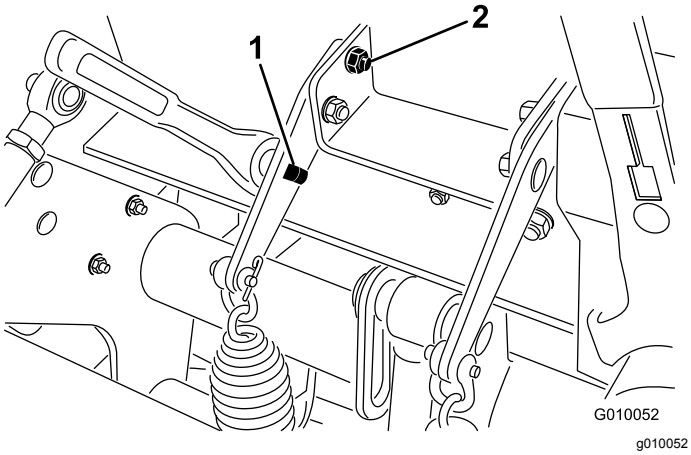

Figuur 38
3. Steek een dopsleutel van 13 mm of onderbrekerstang in de vierkante opening in de veerplaat (Figuur 38).